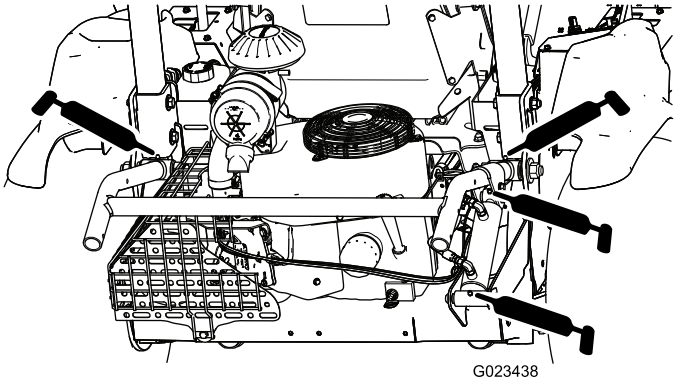

Figur 37
- Tilbehørsheis (4) – Figur 37